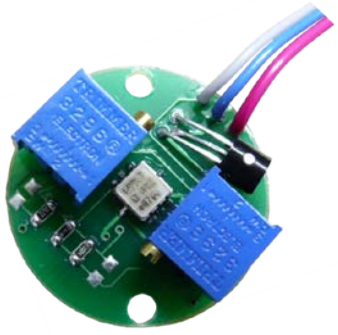

Рис. 7
6.7. Датчик угла наклона стрелы, Рис.7, представляет собой электронный потенциометр, приводимый в действие силой гравитации и преобразующий угол наклона стрелы в электрический сигнал. Датчик угла встроен в датчик длины стрелы.